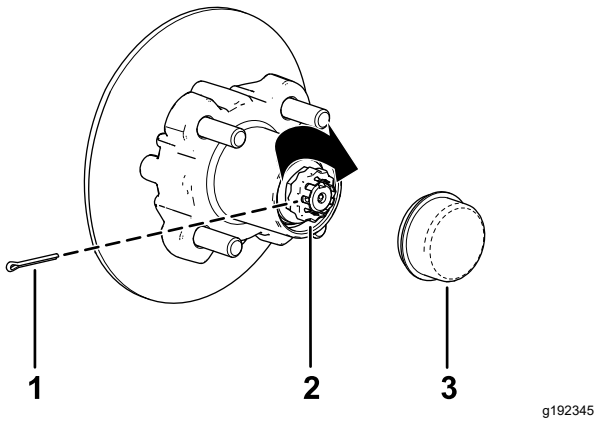

Figur 38
8. Monter holderen over møtrikken og kontroller justeringen af rillen i holderen og hullet i spindlen til låseclipsen (Figur 38).
9. Monter låseclipsen og bøj hvert ben omkring holderen (Figur 38).
10. Monter støvhætten på navet (Figur 38).